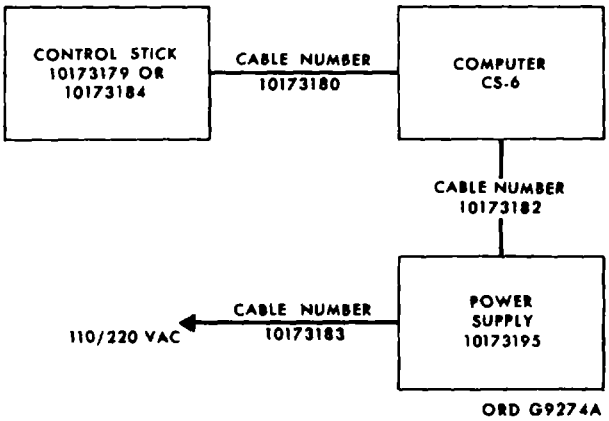

Figure 34. Test hookup -- computer voltages.
(1) Power supply set 10173195.
(2) VTVM.
(3) Control stick 10173179 or 10173184.
b. Remove the computer as shown in figure 34.
c. Connect the equipment as shown in figure 34.